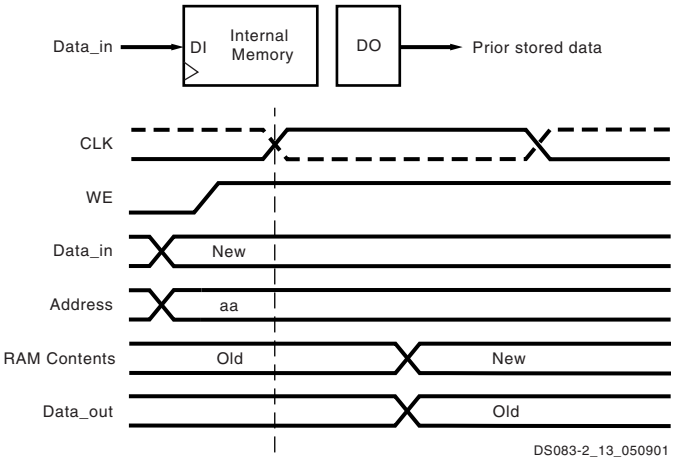

Figure 50: **READ_FIRST Mode**
The same clock edge that writes data input (DI) into the memory also transfers the prior content of the memory cell addressed into the data output registers DO, as shown in Figure 50.